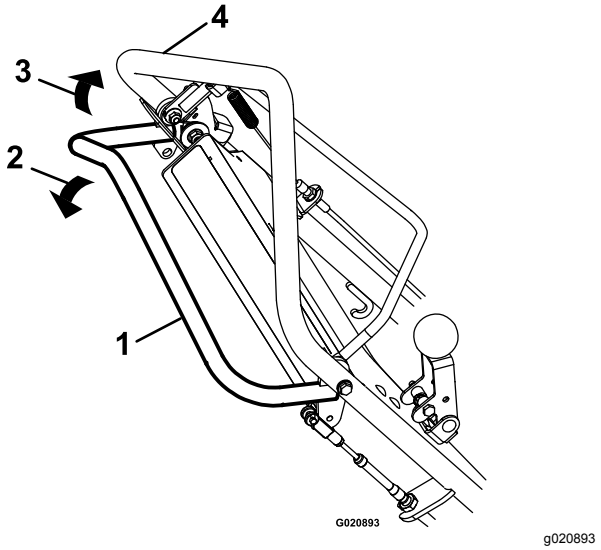

Рисунок 11
- Чтобы двигаться вперед, прижмите штангу управления самоходным приводом к рукоятке (Рисунок 11).